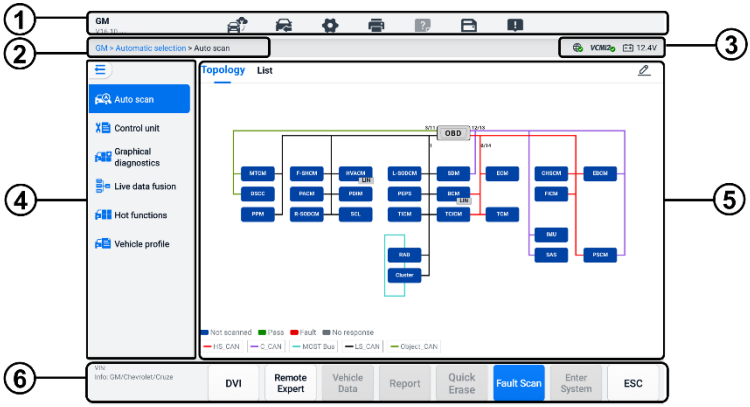

Figur 6-8 ***Diagnostik Huvudmenyskärm***
Huvudmenyskärmen (se *Figur 6-8 Diagnostik Huvudmenyskärm* navigerar användare för att läsa koder, rensa koder eller utföra omfattande fordonsdiagnostiska funktioner och så vidare. Efter att funktionen har valts upprättar surfplattan en kommunikation med fordonet via VCMI2 och öppnar motsvarande funktionsmeny eller urvalsmeny baserat på ditt val.
1. Tryck på knappen **Diagnostik** på MaxiSys jobbmeny. Välj motsvarande fordonsinformation och gå till huvudmenyskärmen (se *Figur 6-8 Diagnostik Huvudmenyskärm*